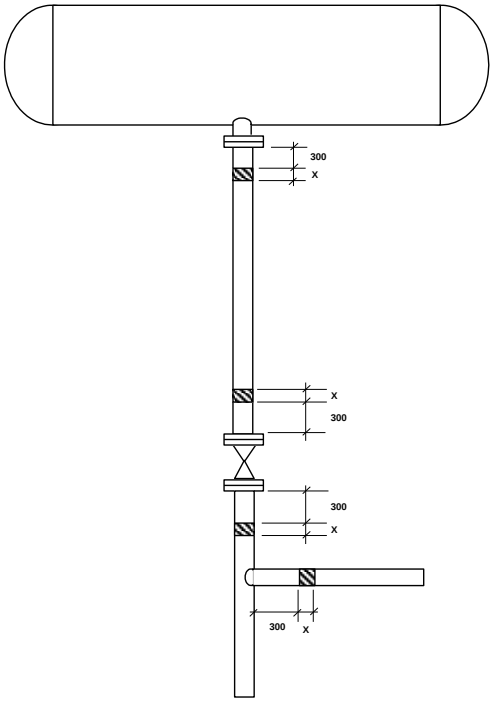

Figure 2 – Stripes location
11.8. These stripes and flow direction arrows shall be placed each 9 meters length maximum, or wherever necessary (see Figure 2) for identification at: